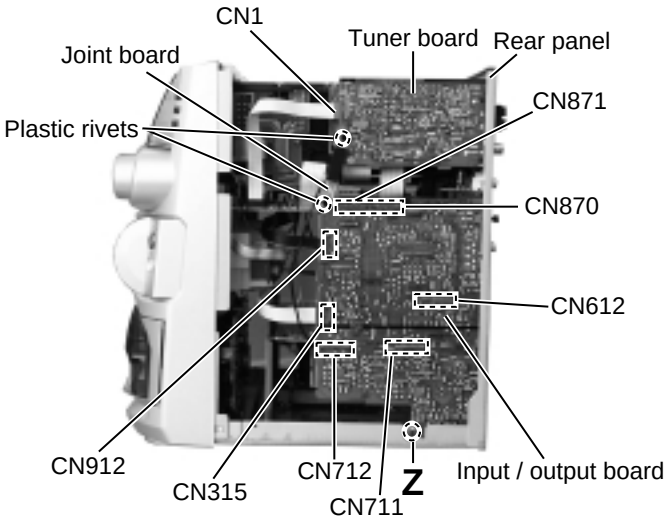

Fig.21
■Removing the tuner board (See Fig.21 and 22)
■Removing the input / output board (See Fig.21 and 22)
1. Remove the input / output board (Refer to Fig.21 and 22).